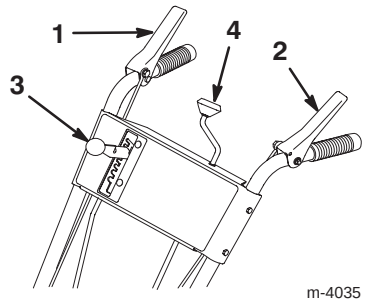

Bild 19
- **Betätigungshebel für Schnecke/Gebläserad** (Bild 19) – Drücken Sie den Hebel gegen den rechten Handgriff, um Schnecke und Gebläserad zu aktivieren. Lassen Sie den Hebel los, wenn Sie sie ausschalten möchten.
- **Fahrantriebshebel** (Bild 19) – Drücken Sie zur Betätigung des Fahrantriebs (Radantrieb) den Hebel gegen den linken Griff. Lassen Sie den Hebel los, wenn Sie wieder ausschalten möchten.
- **Schalthebel** (Bild 19) – Dieser Hebel hat sieben Stellungen: fünf Vorwärtsgänge und zwei Rückwärtsgänge. Stellen Sie den Hebel in die gewünschte Position, um die Gänge zu wechseln. Der Hebel rastet in jedem Gang in einer Kerbe ein. Bei schwerer Belastung kann der Schalthebel schwergängig sein.
- **Kurbel zum Verstellen der Position des Auswurfkanals** (Bild 19) – Drehen Sie die Kurbel im Uhrzeigersinn, um den Auswurfkanal nach links zu bewegen, und entgegen dem Uhrzeigersinn, um den Kanal nach rechts zu drehen.
3. Lösen Sie den Betätigungshebel für Schnecke/Gebläserad und den Fahrantriebshebel (Bild 19).
11. Legen Sie den 1. Gang ein (Bild 19), drücken Sie den Fahrantriebshebel bis zum Handgriff und lassen ihn dann los. Wenn sich die Schneefräse vor dem Einschalten oder nach dem Loslassen des Fahrantriebshebels vorwärts bewegt, lesen Sie bitte Einstellen des Fahrantriebsriemens auf Seite 23.
3. Lösen Sie den Betätigungshebel für Schnecke/und den Fahrantriebshebel (Bild 19).